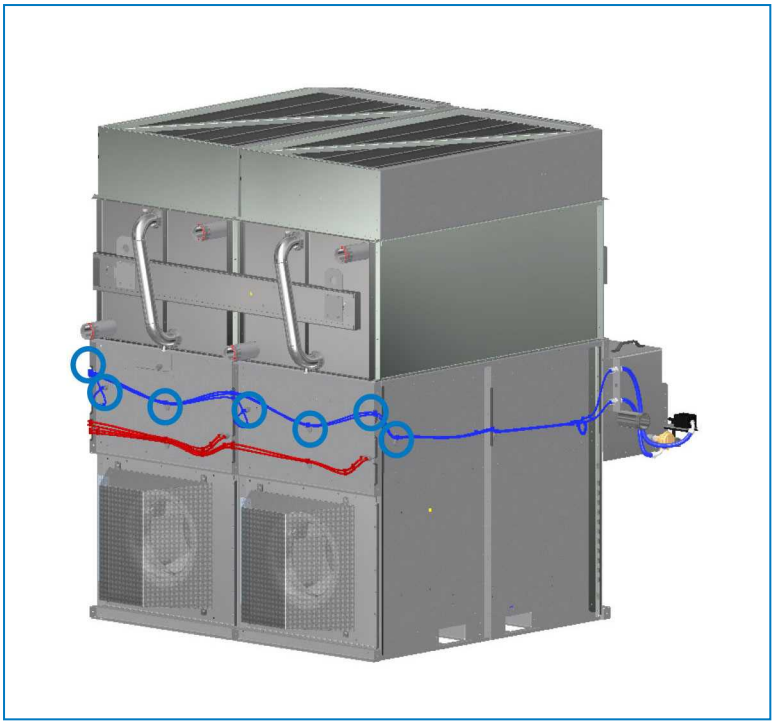

Рис. 15. Прокладка провода связи и провода компонента для вентилятора
3. Проложите провод связи для вентилятора через первую прорезь и крепление для провода рядом с проводом компонента. Закрепите провод с помощью кабельных стяжек. Провода связи для датчика электропроводности, сливного клапана и вентилятора проходят вместе к панели управления. См. рисунок 15.